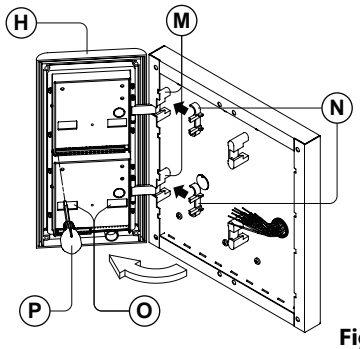

Fig. 75
7. As shown in **Fig.75,** open the module support frame Ⓗ as suggested by the pointer, hook the hinge locks Ⓝ to the hinge housings Ⓜ, make the required connections using the screwdriver provided Ⓟ (flat blade end) and make the required adjustments by adjusting the settings (through openings Ⓞ) and adjust trimmers;